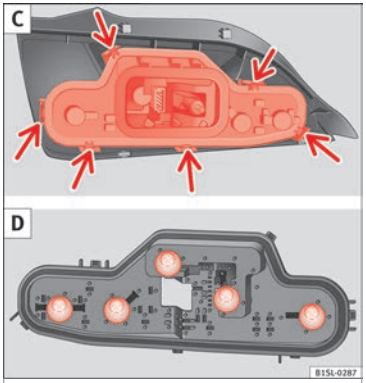

Fig. 89 Tail light unit: C: Remove the bulb holder, D: Remove the bulbs.
8. Unlock the bulb holder locking tab (arrow) ››› Fig. 89 C and remove the bulb holder from the tail light.
9. Replace the faulty bulb by a new identical bulb ››› Fig. 89 D.
10. Place the bulb holder in the tail light unit. The attachment tabs (arrow) should audibly click into place ››› Fig. 89 C.